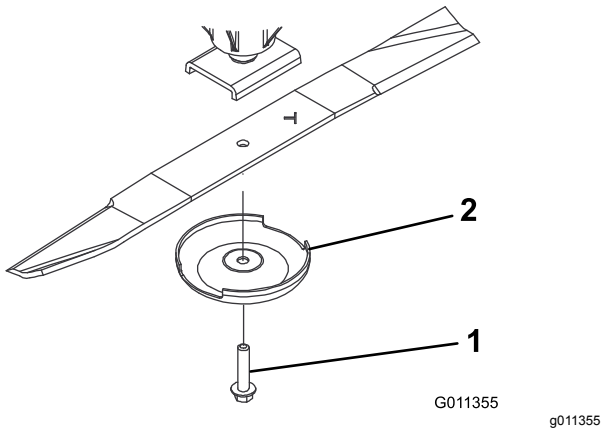

Figur 64
2. Tag fat i enden af skærekniven med en klud eller en tyk handske. Fjern knivbolten, antiskalperingsskålen og skærekniven fra spindelakslen (Figur 64).
3. Monter skærekniven, så seglet vender mod klippeskjoldet, sammen med antiskalperingskoppen og skæreknivsbolten (Figur 64). Spænd skæreknivsbolten til 115 til 149 N·m.
Hvis skærekniven får lov til at blive slidt, vil der danne sig en slids mellem seglen og den flade del af skærekniven (Figur 64). Før eller siden kan et stykke af skærekniven knække af og blive slynget ud fra husets underside, hvilket muligvis kan medføre alvorlig personskade for dig eller omkringstående personer.